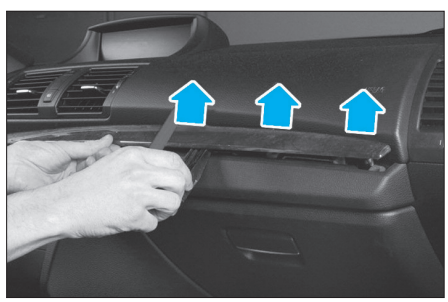

Fig. 36
- avec précaution la baguette décoratrice **(Fig.36)**,